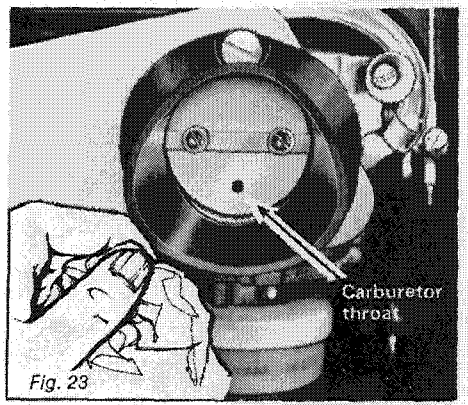

Fig. 23
2. Engage choke, (turn to ON), then pack the carburetor throat with a clean piece of cloth and turn the engine a few more times. The suction should eliminate the remaining fuel. (See Fig. 23).